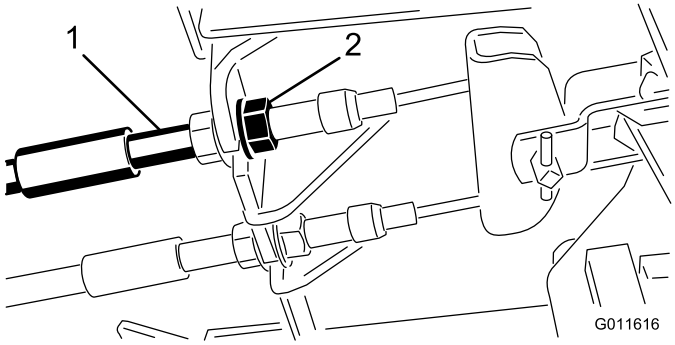

Figur 55
1. Dra åt bromsarna genom att lossa den främre muttern på bromskabelns gängade ände för att minska bromspedalernas spel (Figur 55).